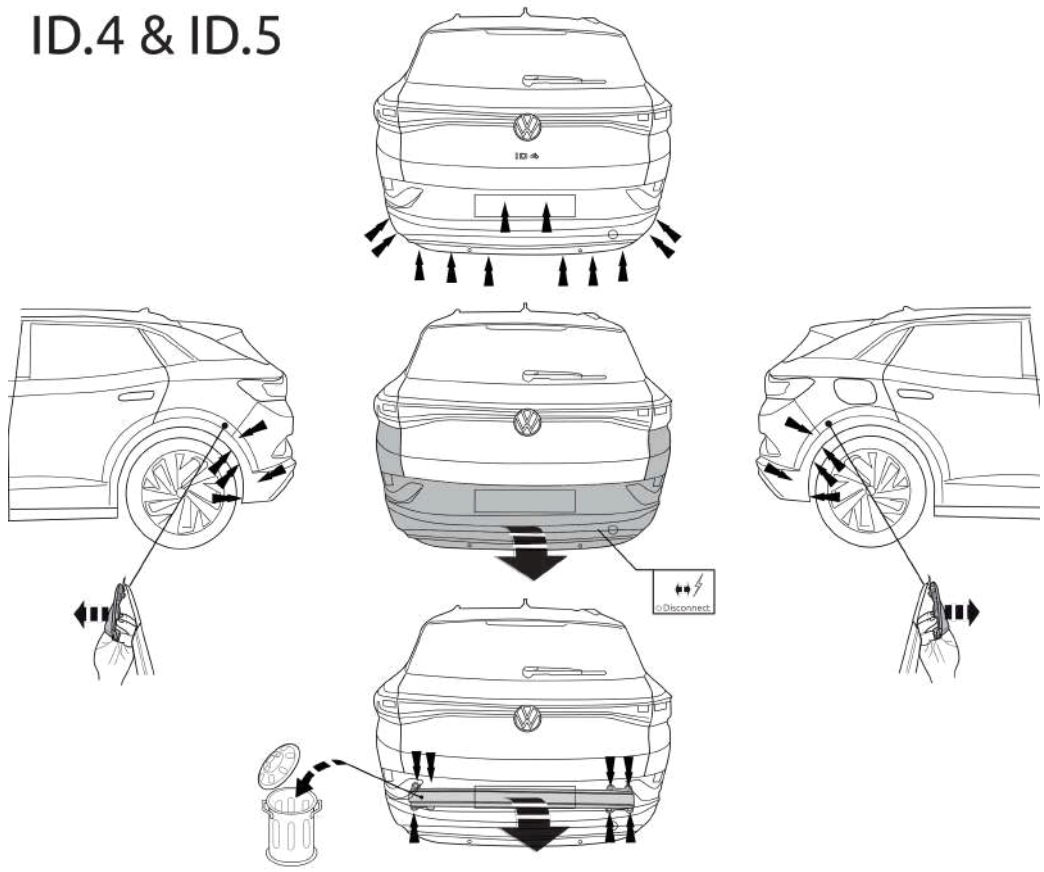

Fig. 1
1. Снять бампер вместе со буферным брусом автомобиля. Буферный брус больше не понадобится. Поставить болты на место. См. рисунок 1, 2,3,4,5,6 & 7.